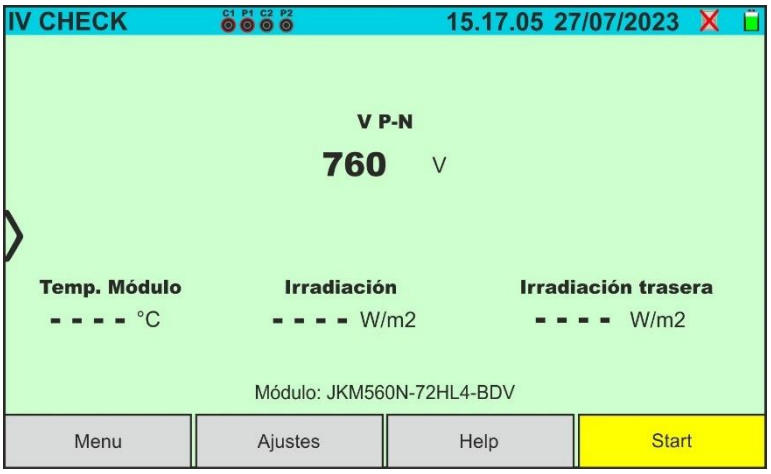

Fig. 59: Pantalla inicial prueba IVCK sin unidad remota sobre módulos Bifaciales
27. En caso de módulos **Bifaciales,** la pantalla de Fig. 59 se muestra en el visualizador. Se muestran los siguientes parámetros: